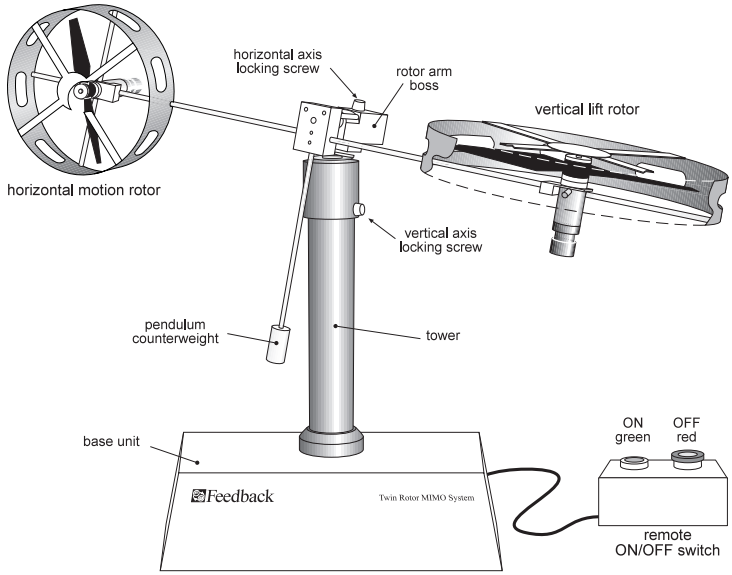
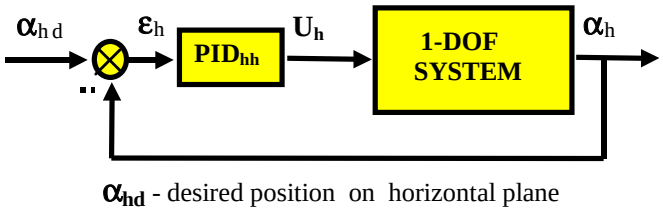
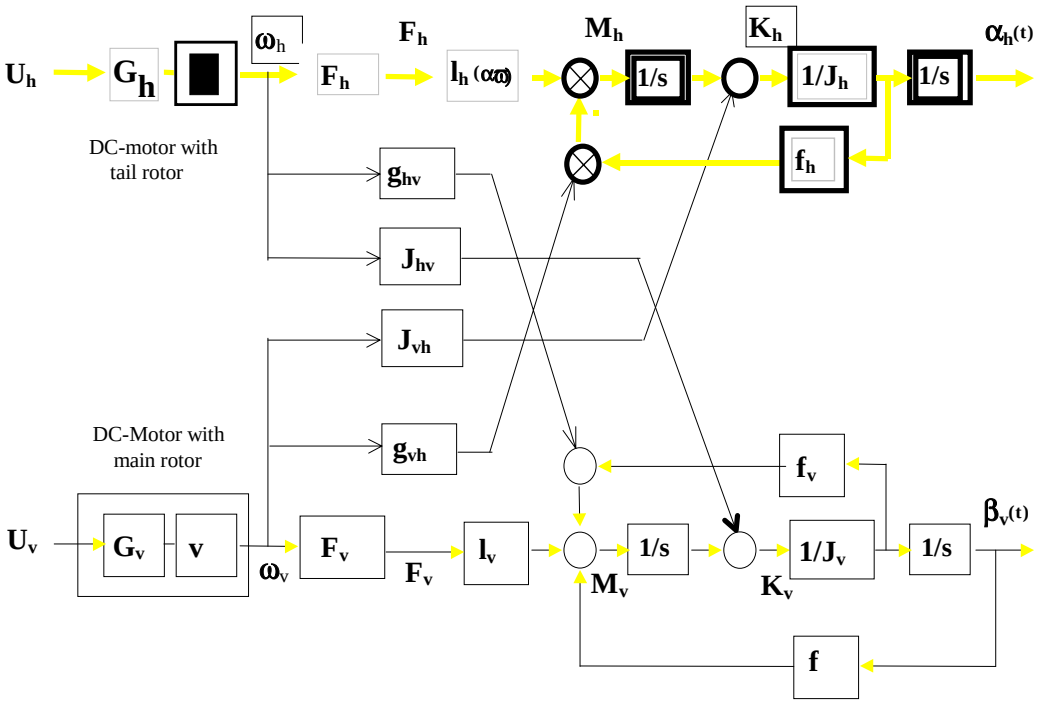

Figure 6-5: TRMS vertical and horizontal locking screws
Figure 6-10: 1-DOF control system (horizontal stabilisation)
Figure 6-11: Block diagram of 1-DOF system (horizontal plane)
At the beginning we restrict our control objective to stabilising the system in the vertical plane only (by tightening the ***vertical axis locking screw*** shown in Figure 6-5).
- fix the TRMS in the horizontal plane (see Figure 6-5) and set it in the neutral vertical position,
In the next experiment we will apply the stabilising PID controller in the horizontal plane.. We block the system in one axis so that it cannot move in the vertical plane (by tightening the appropriate screw as shown in Figure 6-5). A corresponding block diagram of the control system is shown in Figure 6-10, and in a more detailed form in Figure 6-11.